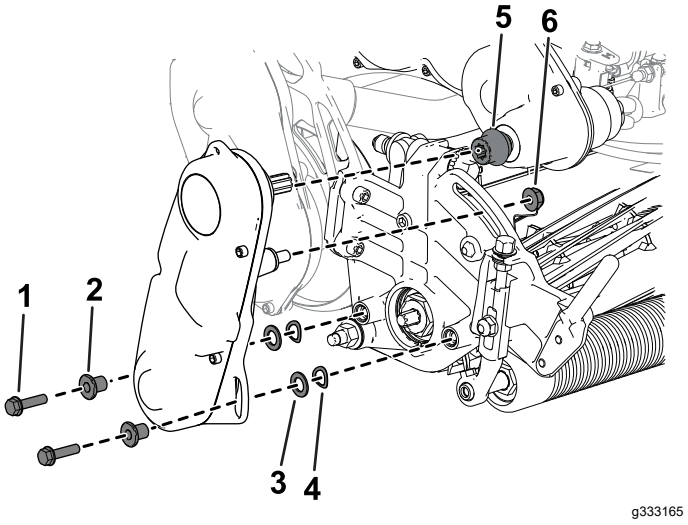

Figur 46
6. Använd insexskruvarna, brickorna och distanserna som du tidigare tagit bort för att fästa cylinderdrivsatsen på sidoplåten (Figur 46).
Kontrollera att cylinderdrivningsaxeln är monterad på transmissionsdrivaxelns koppling (Figur 46).